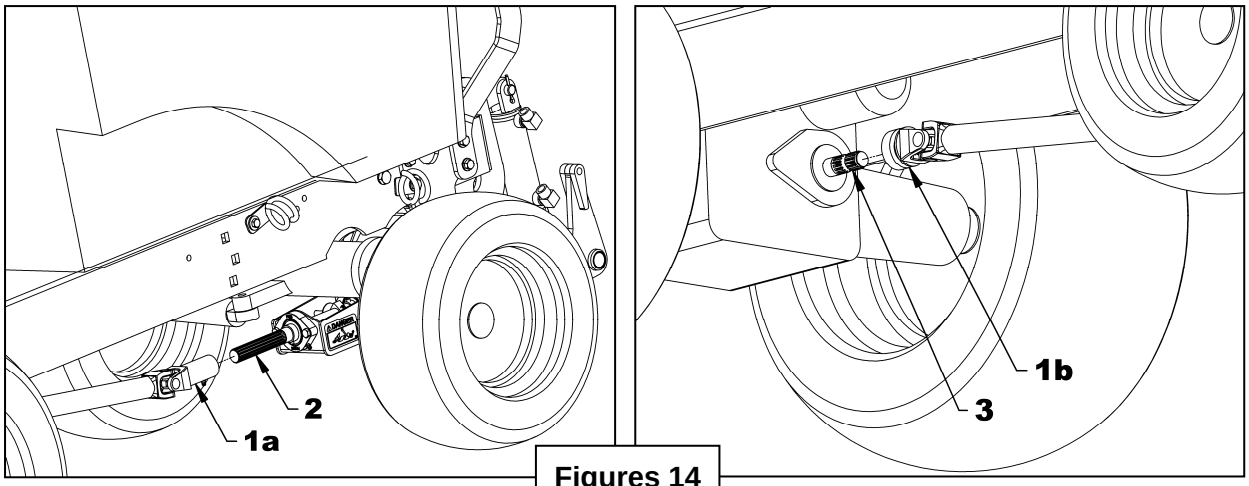

Figures 14
1. **Figure 14 :** Après avoir complété l'installation du sous-châssis sur le tracteur, insérer la fourche la plus longue de l'arbre à cardan fixe (item 1A) sur l'arbre de sortie du sous-châssis (item 2).
2. **Figure 14 :** Dégager le collet de blocage (item 1c) en le déplaçant vers l'arrière et pousser sur la fourche (item 1d) pour connecter l'arbre à cardan fixe sur la prise de force ventrale du tracteur (item 3). Relâcher la fourche et assurez-vous que le collet de blocage a bien repris sa place. Tirer et pousser sur l'arbre à cardan pour s'assurer qu'il est bien barré.